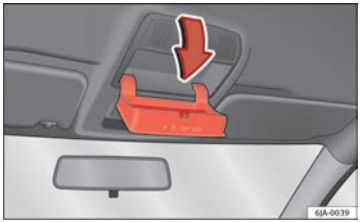

Fig. 91 Close-up of roof panel: storage compartment for (sun)glasses
– Press the compartment lid and it will drop down ⇒ Fig. 91.